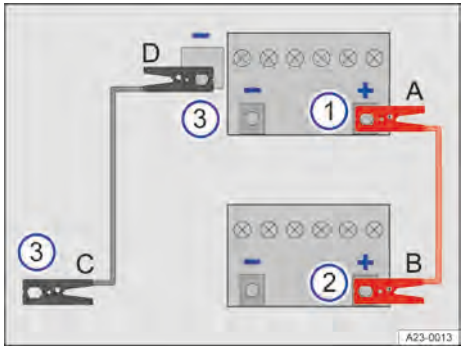

Bilde 187 Skjema for tilkobling av startkabler.
3. Fest den ene enden av den røde startkabelen til starthjelppunktet pluss i bilen med utladet 12-volts bilbatteri → Bilde 187 ①.
4. Fest den andre enden av den røde startkabelen til plusspolen (+) i bilen som gir strøm → Bilde 187 ②.
Eller: Fest den ene enden av den sorte startkabelen i bilen med det strømgivende 12-volts bilbatteriet til en massiv metalldel som er skrudd fast til motorblokken, eller til selve motorblokken, hvis det ikke er noe starthjelppunkt gods → Bilde 187 ③.
6. Fest den andre enden av den sorte startkabelen i bilen med utladet 12-volts bilbatteri til starthjelppunktet gods → Bilde 187 ②.